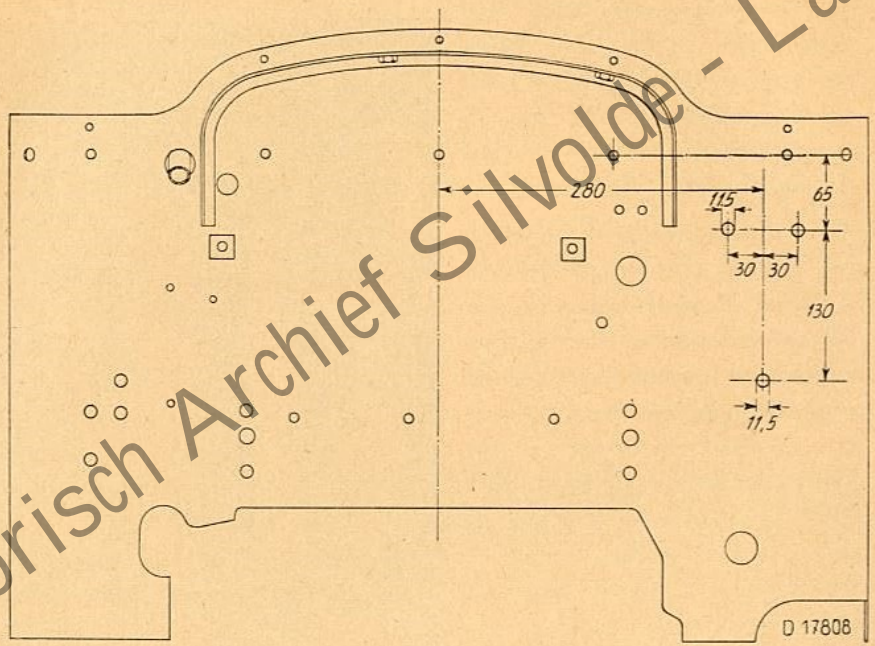

Bild 11
2. Ölzusatzbehälter 34 an Rohrleitung 33 anschließen. Falls am Seitenblech des Bulldog keine Befestigungslöcher vorhanden, diese nach Bild 11 anreißen und bohren.